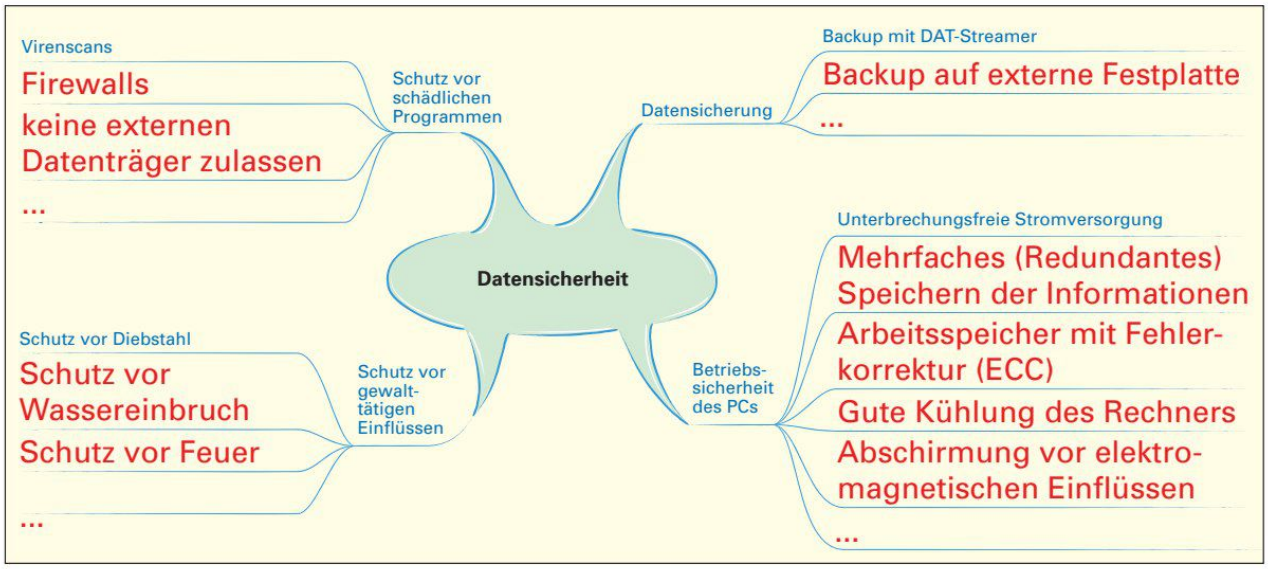

Bild 2: Herstellen von Datensicherheit
2. Ergänzen Sie die Mindmap **(Bild 2)** mit Inhalten zum Thema Datensicherheit.